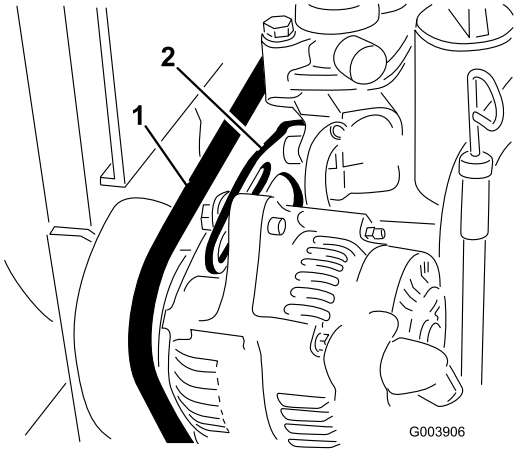

Figur 69
2. Kontrollera generatorremmens spänning genom att trycka ned remmen (Figur 69) mittemellan generatorn och vevaxelskivorna med en kraft på 10 kg.
3. Lossa den bult som håller fast staget på motorn (Figur 69) och den bult som håller fast generatorn på staget.